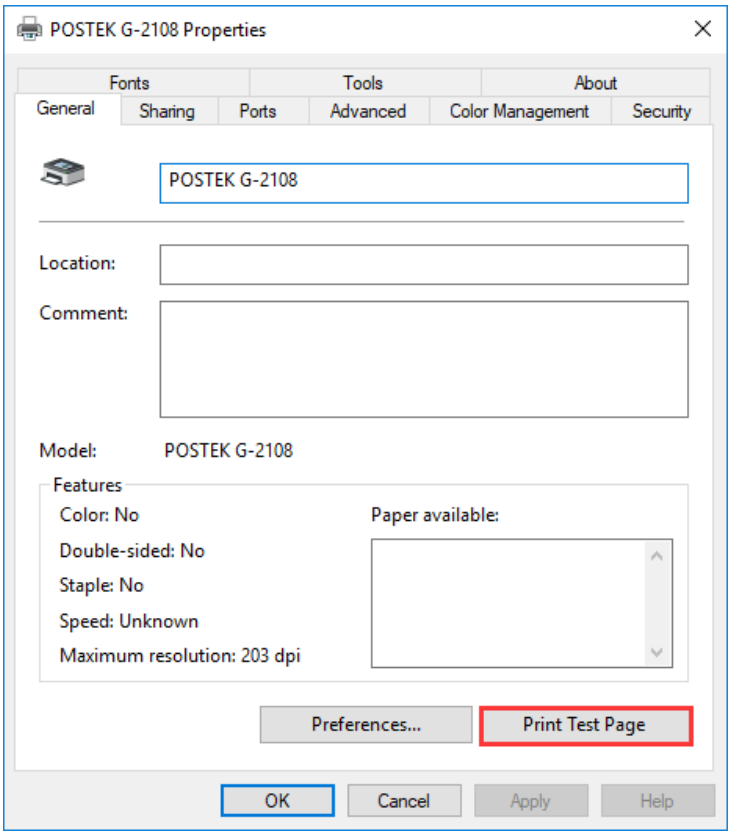

Figure 2-37 Print Test Page
11. Print a test page to see whether the printer is connected properly. As shown in Figure 2-37.